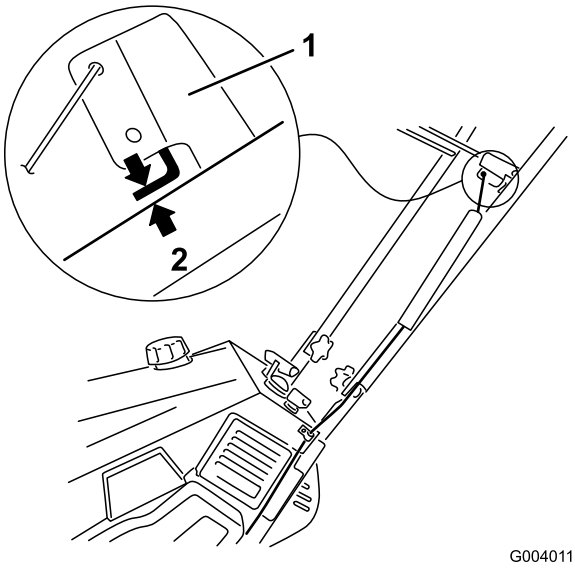

Figure 13
3. Ensure that there is a 1/16 to 1/8-inch (2 to 3 mm) gap between the control bar and the handle (Figure 13). If you must adjust the control cable, go to step 4.